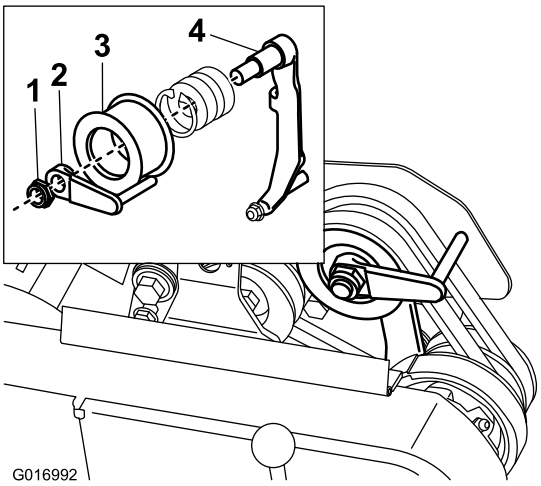

Rysunek 40
8. Aby móc łatwiej popchnąć lub pociągnąć urządzenie bez uruchamiania silnika, wyreguluj prowadnicę paska (Rysunek 40, odsadzenie) w sposób następujący: